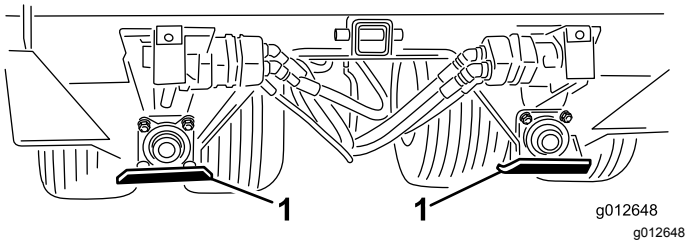

Rysunek 9
1. Ustaw płozę, jak pokazano na Rysunek 9.